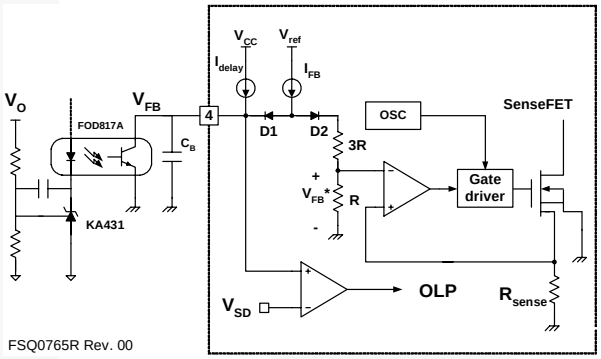

Figure 23. Pulse-Width-Modulation (PWM) Circuit
2. Feedback Control: FPS employs current-mode control, as shown in Figure 23. An opto-coupler (such as the FOD817A) and shunt regulator (such as the KA431) are typically used to implement the feedback network. Comparing the feedback voltage with the voltage across the R_{sense} resistor makes it possible to control the switching duty cycle. When the reference pin voltage of the shunt regulator exceeds the internal reference voltage of 2.5V, the opto-coupler LED current increases, pulling down the feedback voltage and reducing the duty cycle. This typically happens when the input voltage is increased or the output load is decreased.
2.1 Pulse-by-Pulse Current Limit: Because current-mode control is employed, the peak current through the SenseFET is limited by the inverting input of PWM comparator (V_{FB}*), as shown in Figure 23. Assuming that the 0.9mA current source flows only through the internal resistor (3R + R = 2.8k), the cathode voltage of diode D2 is about 2.5V. Since D1 is blocked when the feedback voltage (V_{FB}) exceeds 2.5V, the maximum voltage of the cathode of D2 is clamped at this voltage, clamping V_{FB}*. Therefore, the peak value of the current through the SenseFET is limited.